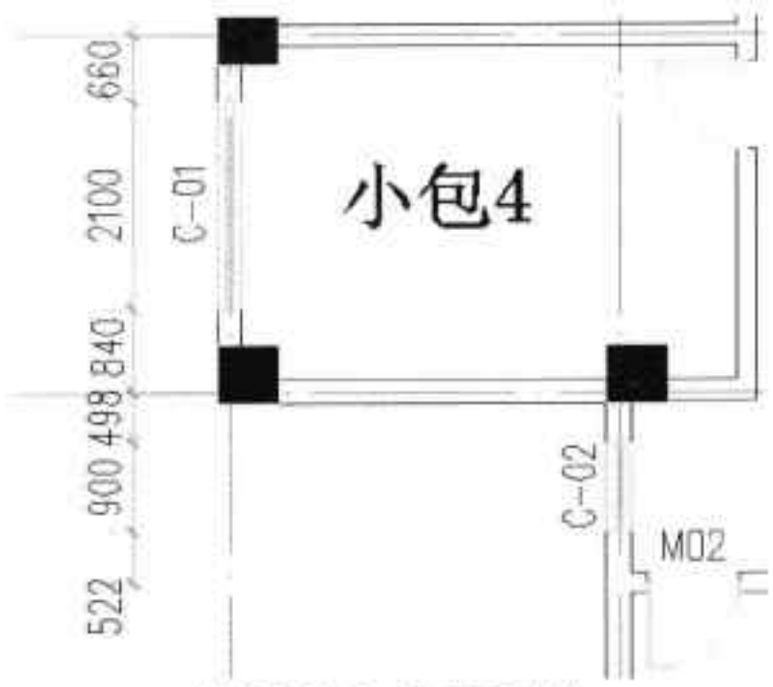

图17-114 对齐尺寸线
Step17 按回车键，完成尺寸线对齐操作，结果如图 17-114 所示。